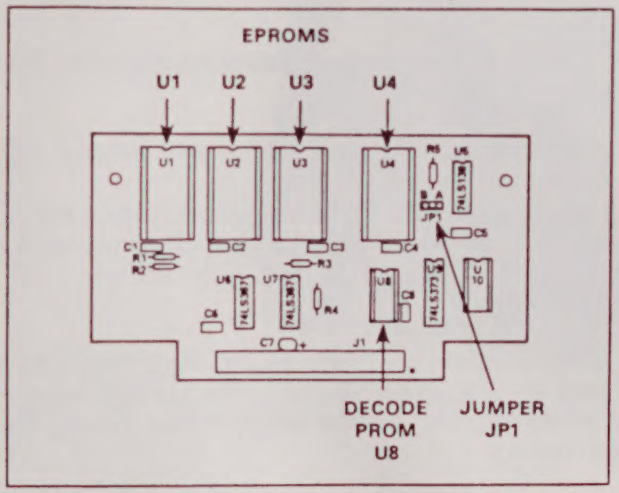

Figure 4. Update Component Location
1. Remove EPROMs U1, U2, U3, and U4 from the memory board (shown in figure 4) using the IC extractor tool, or the small slot-head screwdriver.
2. Observe the position of wire strap jumper JP1 (shown in figure 4). If the wire strap jumper JP1 is located in position A, perform steps 3 through 5 which follow. If the jumper is located in position B, proceed directly to step 6 (bypassing steps 3 through 5).